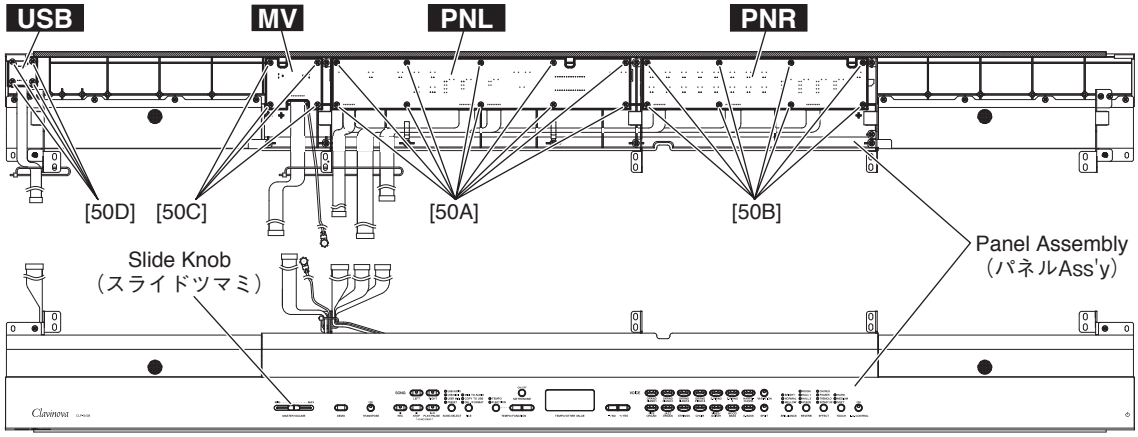

Fig.11（図 11）
9-4 Each assembly can be removed by removing its fixing screws as listed below. (Fig.11, Table 2)
9-4 下記のネジを外すことにより、各アッセンブリを外すことができます。(図 11、表 2)
*1 When removing the MV circuit board, remove the slide knob first. (Fig.11)
*1 MVシートを外す時は、先にスライドツマミを外します。（図11）